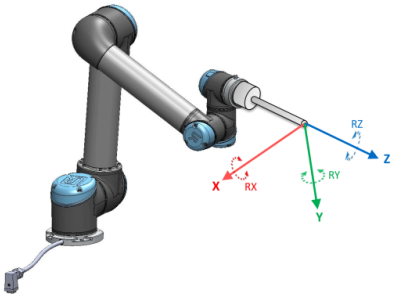

图 13.2: 工具 (TCP) 特征
- 工具特征：通过当前 TCP 中心的原点定位（参见图 13.2）